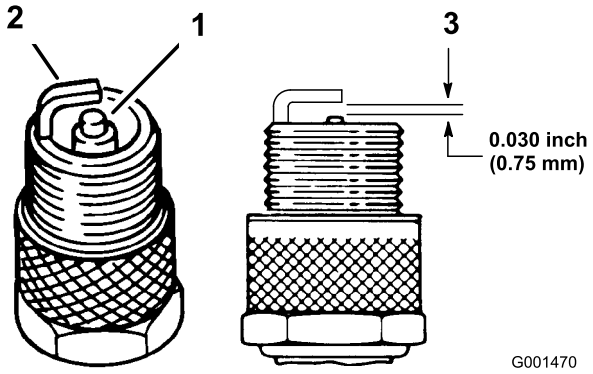

Figur 23
1. Se på midten af tændrørene (Figur 23). Hvis der kan ses en lys brun eller grå farve på isolatoren, fungerer motoren korrekt. En sort belægning på isolatoren betyder normalt, at luftfilteret er snavset.
2. Kontroller gnistgabet mellem midter- og sideelektroden (Figur 23). Bøj sideelektroden (Figur 23), hvis gabet ikke er korrekt.
3. Slut tændrørskablerne til tændrørene (Figur 23).